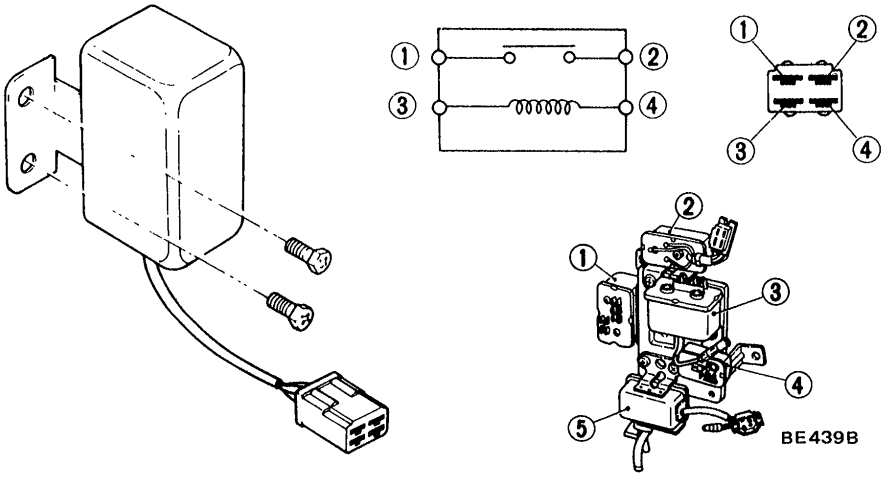

Fig. BE-129 Defogger relay
Test continuity of relay with ohmmeter or test lamp. Refer to Figure BE-129 for defogger relay. In testing relay, there must be continuity between ③-④. When 12V direct current is applied to ③-④, there must be continuity between ①-②.